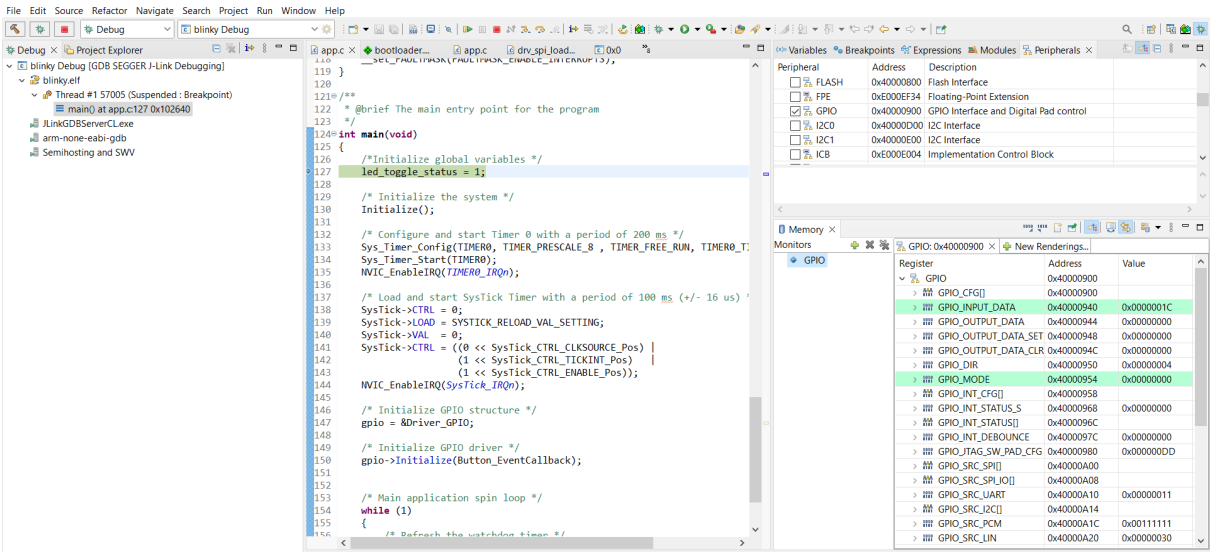

Figure 13. Peripheral Registers View Perspective in Debug Session After Setting the SVD Path
2. In the Peripherals window, select **GPIO**. Open the **Memory** window to monitor the RSL15 peripheral. Read only registers are highlighted in green. It is a good idea to drag your Memory window and place it side-by-side with your source code view (see the "Peripheral Registers View Perspective in Debug Session After Setting the SVD Path" figure (Figure 13)) to prevent the console from switching focus away from the Memory window.